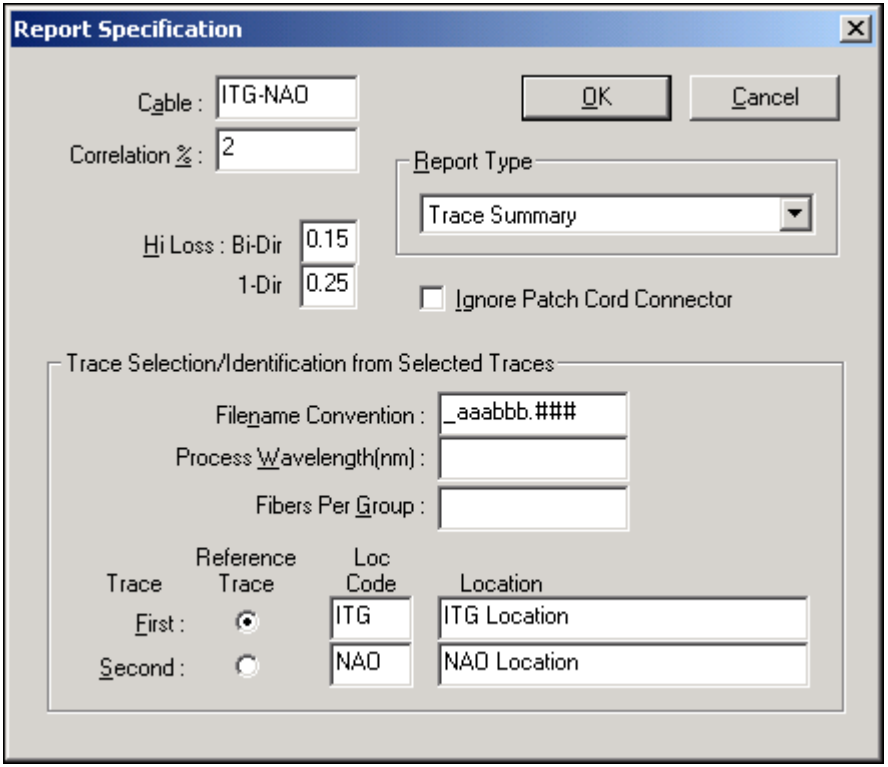

Figure 12-6: Report Specification Dialog Box
4. Set up the Report Specification dialog box as shown in Figure 12-6.
4. Using the Report Specification dialog box parameters shown in Figure 12-6, select the **Bi-Dir Splice Loss Report**.
5. Using the same Report Specification dialog box parameters shown in Figure 12-6, select the **1-Dir Splice Loss Summary Report**.
4. Using the same Report Specification dialog box parameters shown in Figure 12-6, select the **Fiber Acceptance Report**.